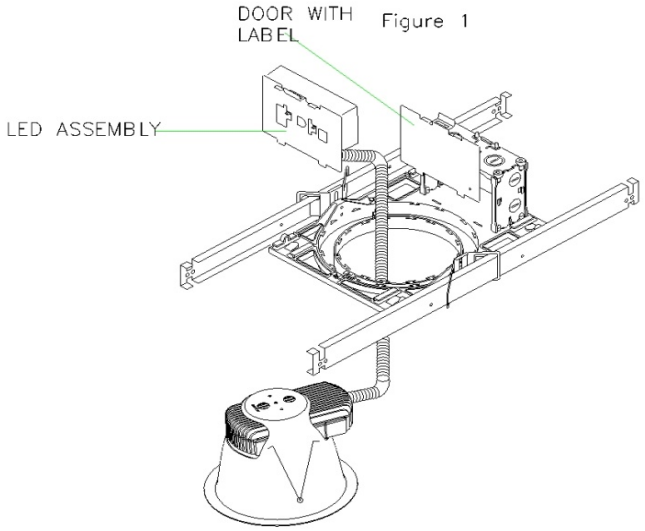

Figure 1
2. Feed the junction box door of the LED Assembly up through the metal frame ceiling opening. The LED Assembly door attaches to the side of the junction box that is furthest away from the ciling hole. Insert the two tabs on the j-box door into the two slots in the metal frame and snap the top of the door to the box (see Figure 1).